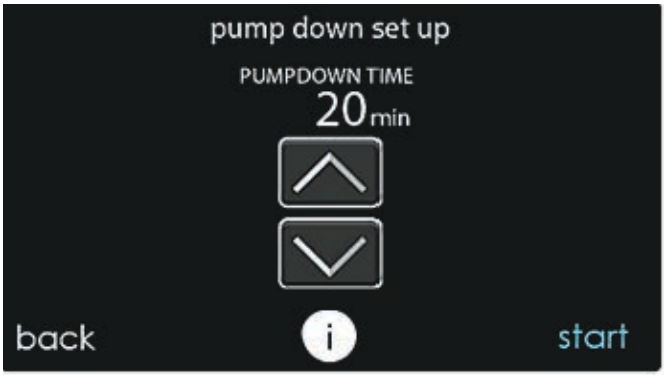

Fig. 26 – Pump Down Active Screen
4. Select Start on Ion™ Black System Control to begin the pump down process. Unit will begin running in cooling mode after a brief delay and a status screen will be displayed. See Fig. 26.